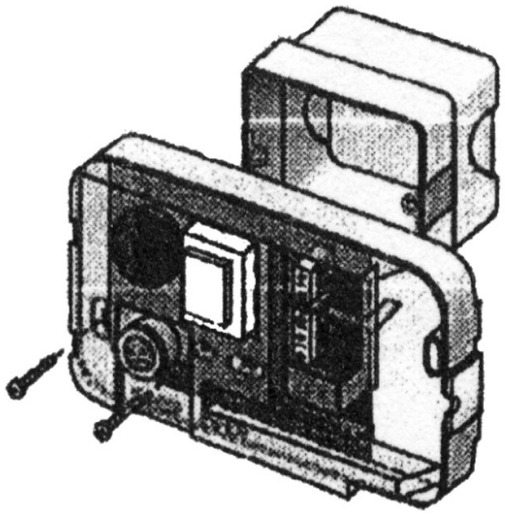

Рисунок 5
3) При использовании скрытой электропроводки завести кабель в сигнализатор через отверстие на дне корпуса (рисунок 5).